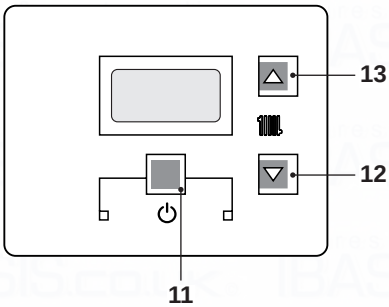
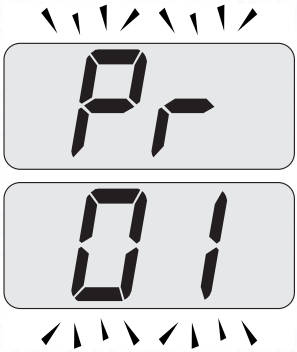
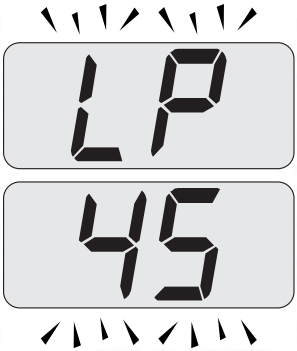
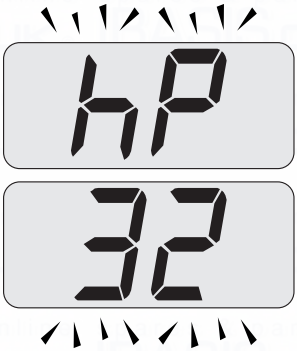

Fig. 9.18
Fig. 9.19
Fig. 9.20
Fig. 9.21
- Enter in "programming mode" by pressing keys 11 - 12 - 13 (Fig. 9.18) for 10 seconds at the same time until the letters **Pr** that alternate with code **01** are displayed on the LCD display, indicating that "parameter 01" (Fig. 9.19) has been activated.
- Press keys 12 and 13 (Fig. 9.18) at the same time until the LCD display displays the letters **LP** that alternate with the heating water temperature value (e.g.**45**), indicating the activation of the "chimney sweep function" at minimum output (Fig. 9.20).
- By pressing 13 (Fig. 9.18) it is possible to change power in chimney sweep mode: with the letters **hP** on the LCD display which alternate between the heated water temperature (i.e.**32**), we are in the “chimney sweep function” at the minimum power during heating (Fig. 9.21).
- Press keys 11 - 12 - 13 (Fig. 9.18) at the same time again to exit the "chimney sweep mode" and return to the previously set boiler status (Fig. 9.24).